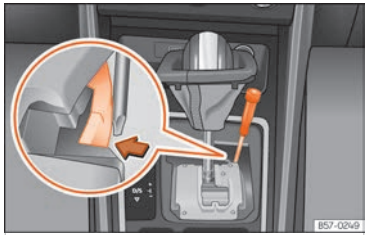

Fig. 104 Selector lever: manual release in the parking position.
- Using the flat part of a screwdriver, press the yellow tab sideways and keep it pressed down ››› Fig. 104.